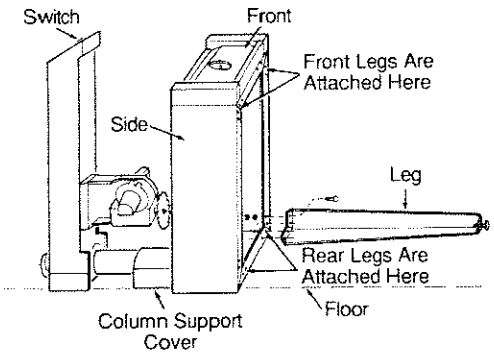

Fig. 23
3. Use *truss head bolts, lockwashers,* and *nuts* (see Fig. 23) to mount the two *rear legs* to the *basic saw assembly.* Make sure that the four holes in each corner of the *saw* line up with four holes in the top of each *leg.* Finger tighten nuts at this time.